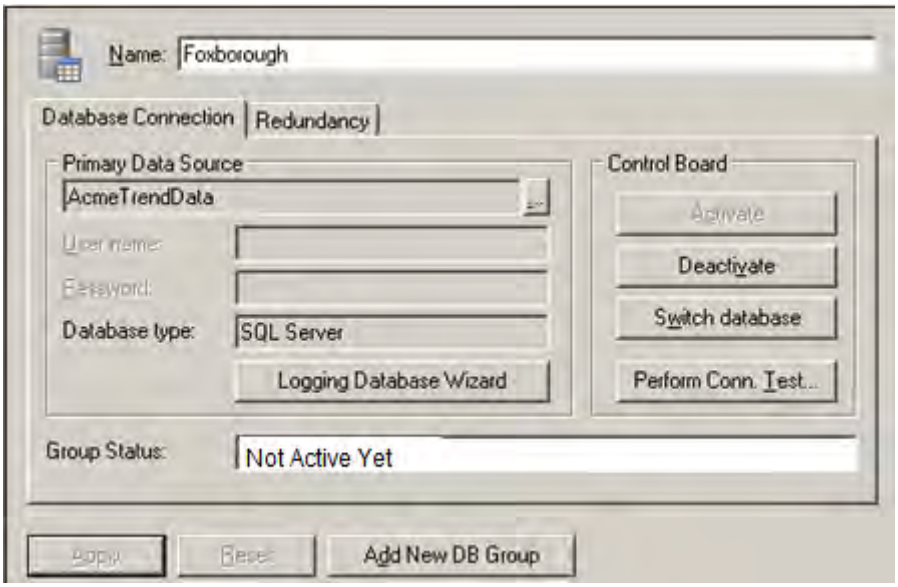

Figure L10.8 - Foxboro Logging Group
32. Click on "Apply" to save the changes. Your Database Group configuration should look similar to Figure L10.8. If "**Group Status**" is not **Activated**, click on the traffic light on the toolbar to activate it.